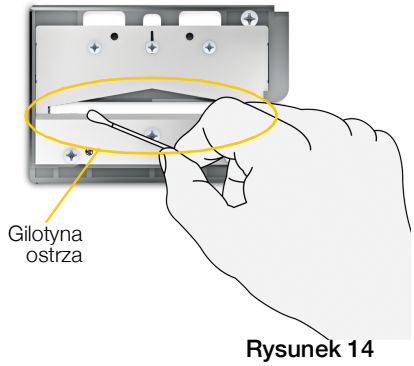

Rysunek 14
4. Położyć ostrze tnące na płaskiej powierzchni, ostrzem ku górze. Patrz: Rysunek 14.